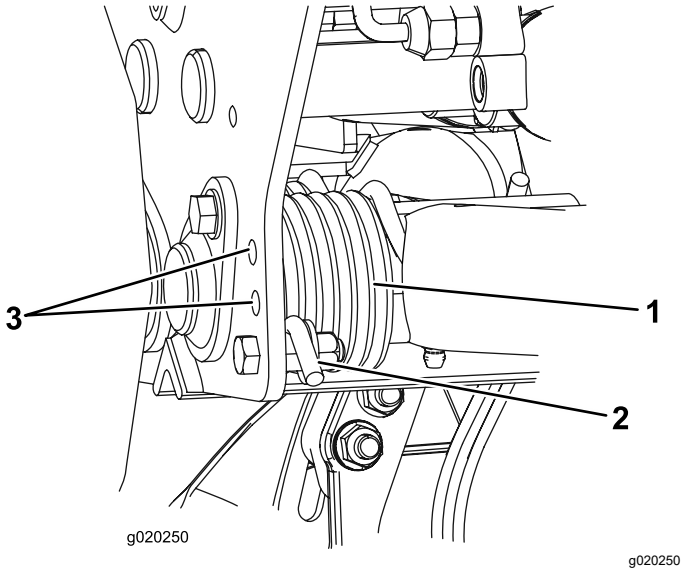

Figur 34
2. Sæt et rør eller lignende ind i den lange fjederende for at slække fjederspændingen under justering (Figur 34).
3. Fjern bolten og låsemøtrikken, som fastgør fjederaktuatoren til beslaget, mens fjederspændingen slækkes (Figur 34).